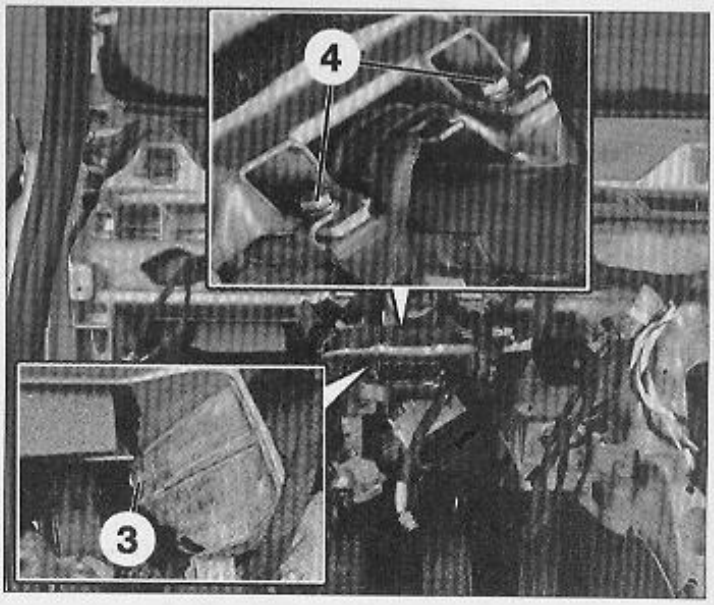

FIG. 3
- Déposer la vis de fixation (3) de la colonne de direction sur la planche de bord (**Fig.3**).
- Déposer les deux vis de fixation (4) de la colonne de direction sur la planche de bord.